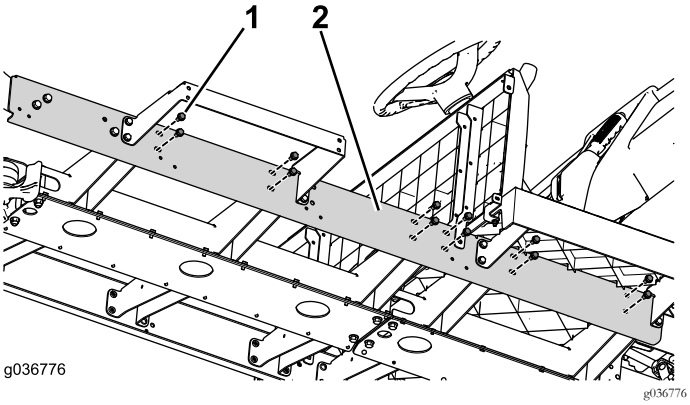

Figura 79
3. Instale as ferragens restanets do canal (Figura 79).